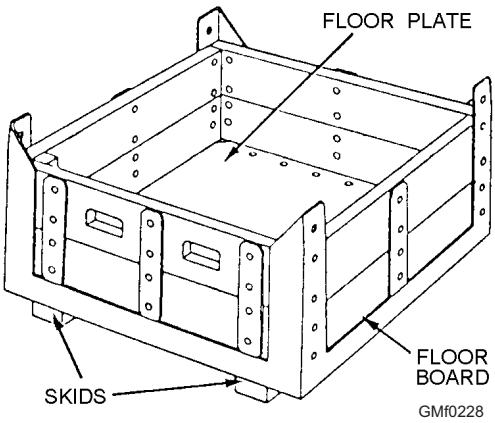

**Figure 2-28.—Skip box.**
**SKIP BOX**.—The cargo-handling box (skip box) (fig. 2-28) is made of wood except for the iron corner angles and stiffeners. This type of handling device is ideal for handling ammunition that is light enough to be handled by hand. The cargo-handling skip box is also used ashore and afloat. The heavy timber skids underneath permit the use of forklift trucks or slings to handle the box.